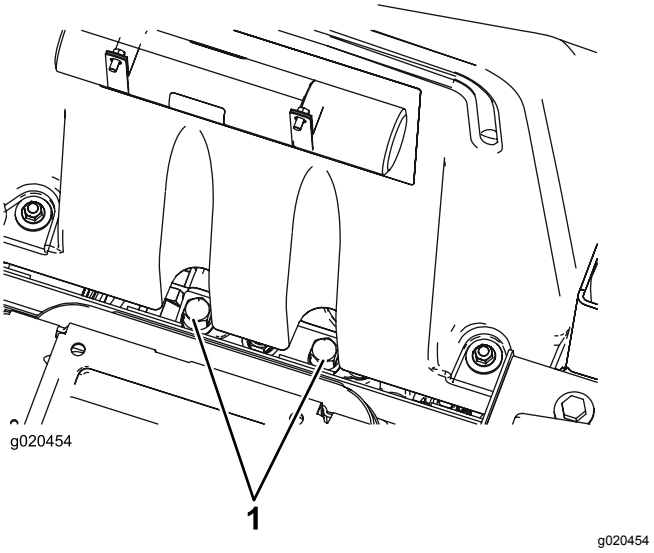

Figur 36
1. Höj sätet och lokalisera förbikopplingsventilerna som är placerade under bränsletankens framsida (Figur 36).